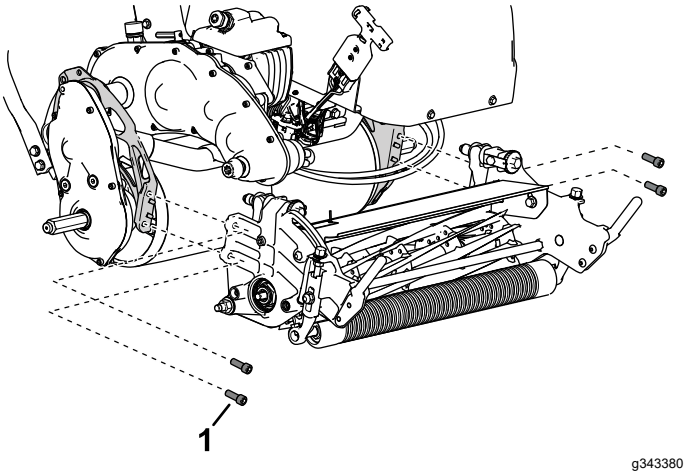

Rysunek 41
4. Odkręć śruby imbusowe mocujące zespół tnący do ramy (Rysunek 41).